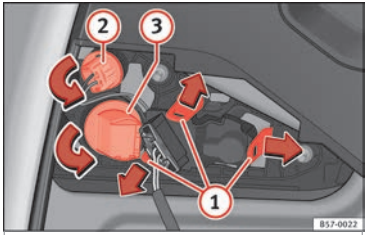

Fig. 114 Remove the bulb holder.
2. Unlock the securing tabs from the bulb holder ››› **Fig. 114** ① or turn the bulb holder to the left ② **and** ③.